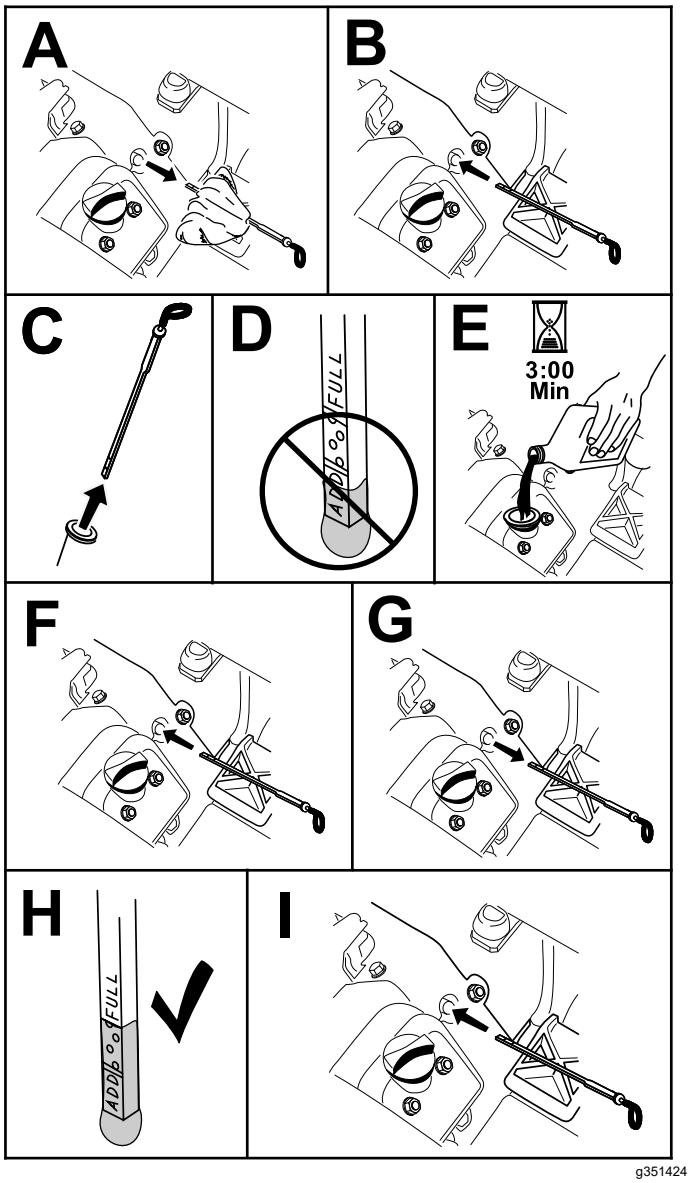

Figur 25
5. Sæt målepinden i røret, og sørg for, at den er helt i bund. Tag målepinden ud af røret, og kontroller oliestanden. Hvis oliestanden er lav, skal du fjerne påfyldningsdækslet fra ventildækslet og hælde tilstrækkeligt af den angivne olie på til at hæve standen til målepindens Full-mærke (Figur 25).